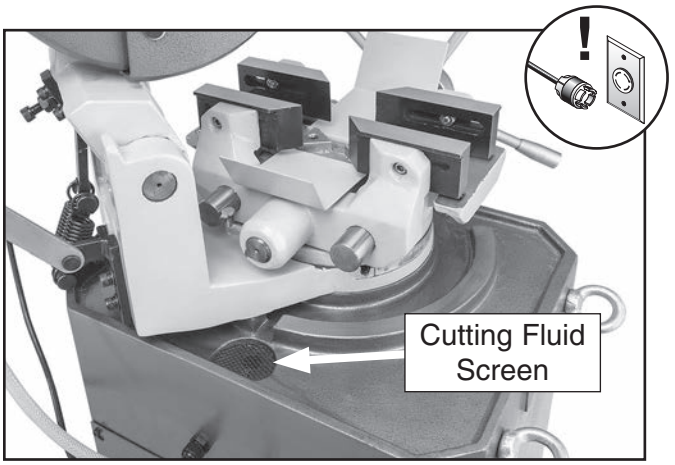

Figure 26. Clear cutting fluid screen of debris.
6. Clean cutting fluid screen (see **Figure 26**) and fluid pump screen inside fluid reservoir.